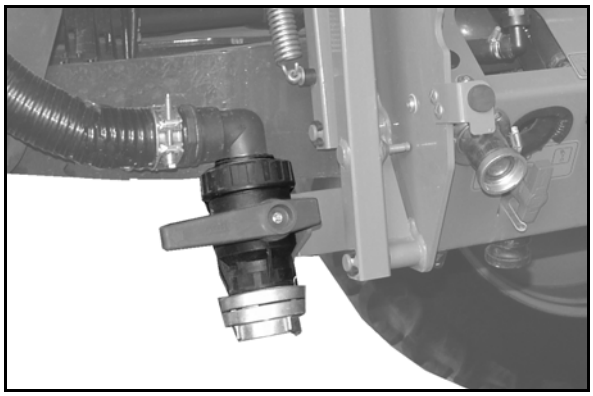

Rys. 65
- Przyłącze napełniania z zaworem sterującym (Rys. 65).